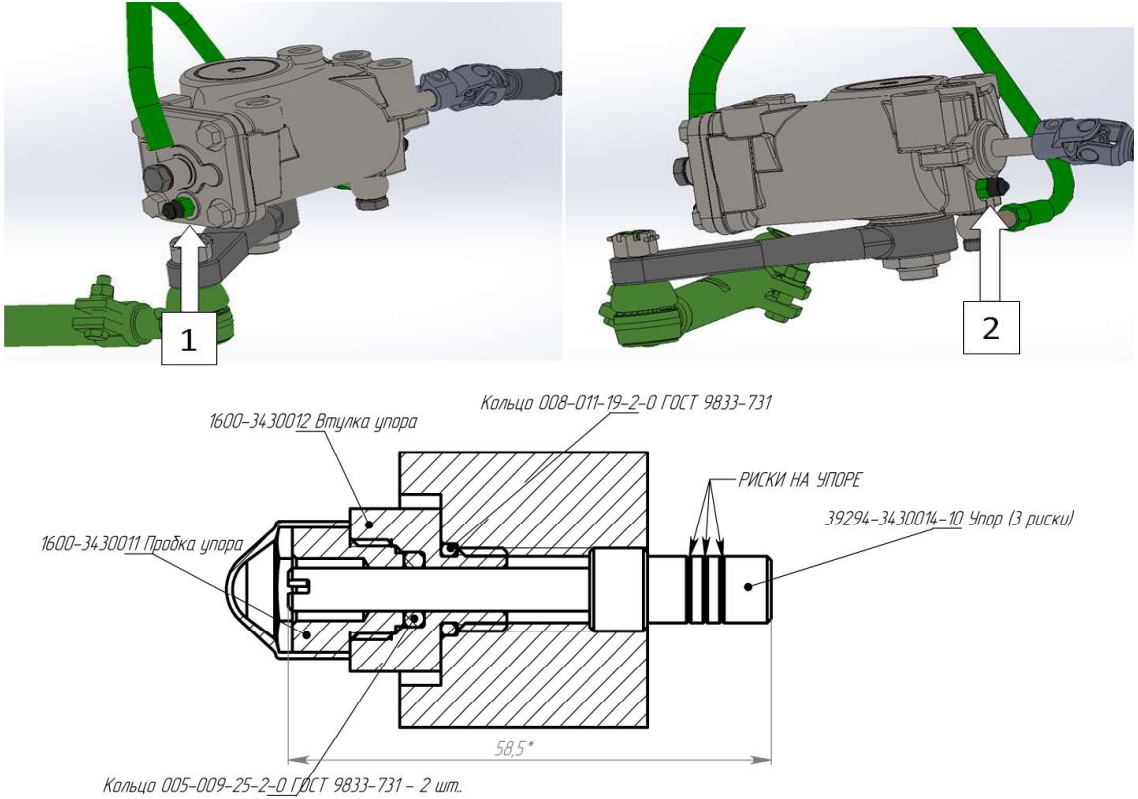

Рисунок 6.19
10. Снять защитные колпачки ограничительных винтов 1 и 2 (Колпачок №13 на болт М8 черный) с рулевого механизма (рисунок 6.19).
а) Ослабить «Пробки упоров 1600-3430011», придерживая «Втулку упора 1600-3430012». Вывернуть против часовой стрелки упоры 39294-3430014-10 (рисунок 6.19) ограничительных винтов 1 и 2.